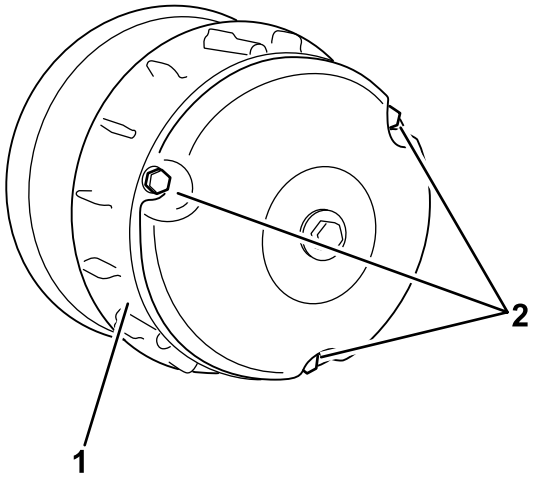

Rysunek 61
2. Odkręć 3 śruby mocujące pokrywę do sprzęgła, a następnie zdejmij pokrywę (Rysunek 61).
4. Zamontuj pokrywę sprzęgła i przykręć ją za pomocą 3 śrub (Rysunek 61) uprzednio wykręconych w kroku 2.